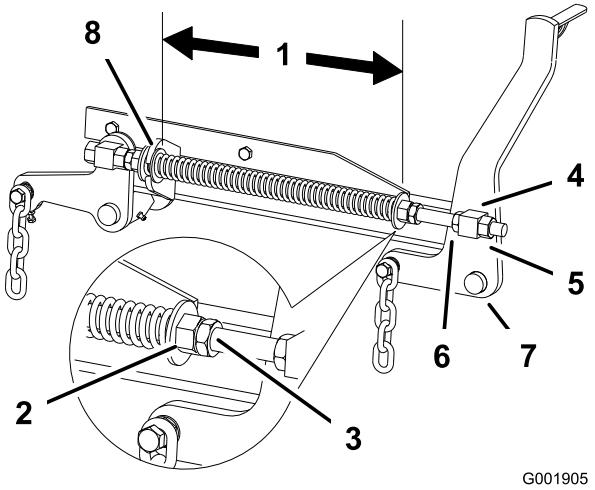

Figuur 80
2. Controleer de afstand tussen de twee grote ringen; deze moet 29,2 cm bedragen (Figuur 80).
3. U kunt deze afstand instellen door de contramoer van de veer los te draaien en vervolgens te draaien aan de moer op de voorkant van elke veer (Figuur 80). Als u de moer rechtsom draait, wordt de veer korter; als u de moer linksom draait wordt de veer langer.
4. U borgt de moer in deze positie door de contramoer van de veer vast te draaien (Figuur 80).